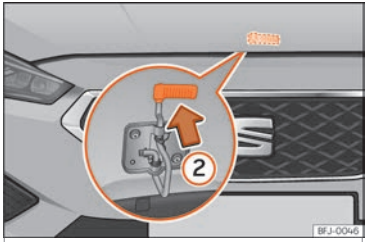

Fig. 239 Came sous le capot.
- Pour ouvrir le capot, appuyez sur la came située sous le capot ››› **fig. 239** ②. Le crochet de fixation est alors déverrouillé.